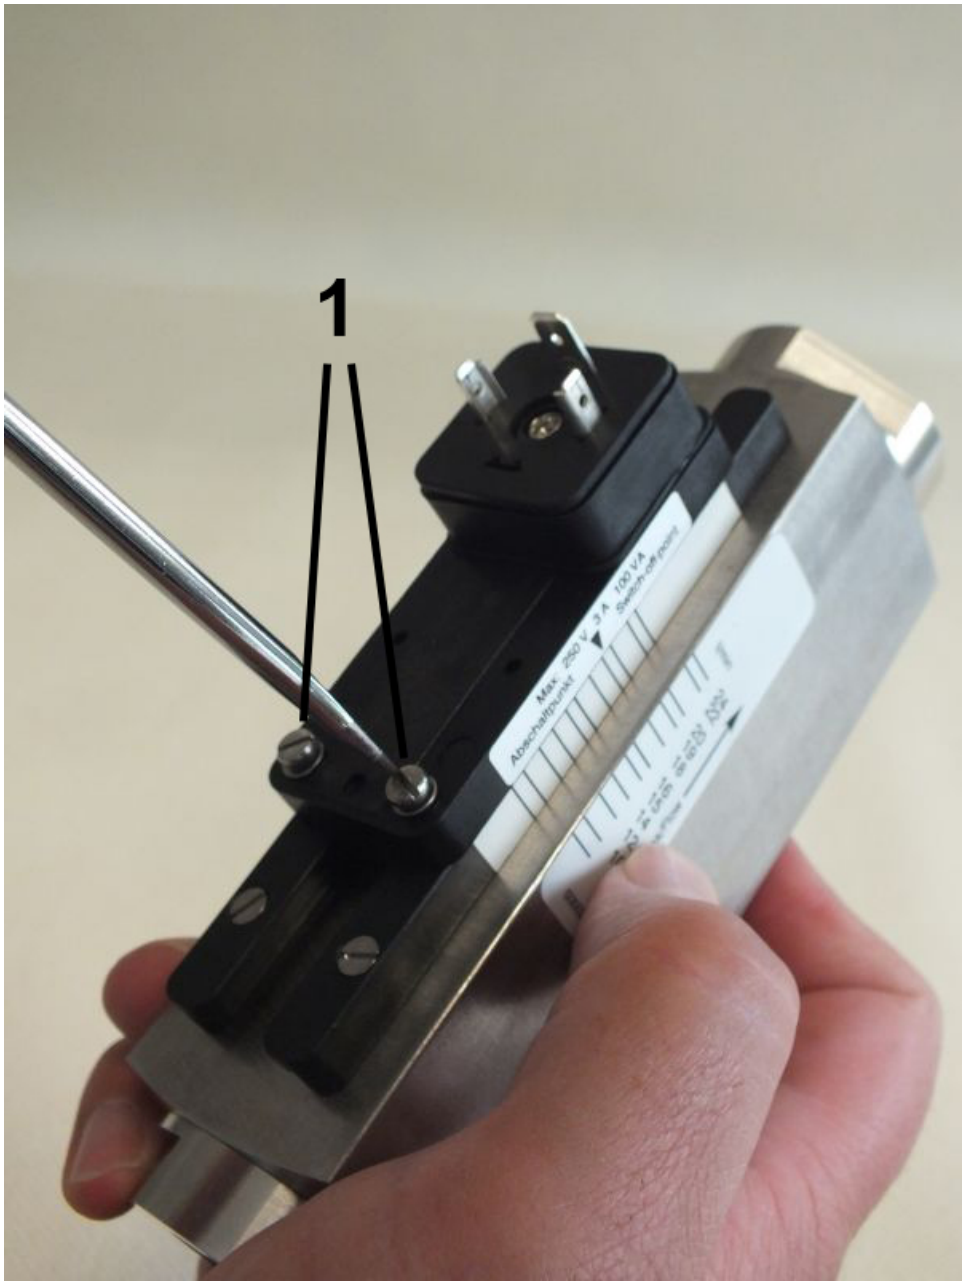

Fig. 40: Loosen the set screws
1. Loosen the set screws of the switch contact (*Fig. 40*/1) using a flat-bladed screwdriver.
3. Tighten the set screws of the switch contact (*Fig. 40*/1) using a flat-bladed screwdriver. When doing so, observe the correct tightening torque of the screws.